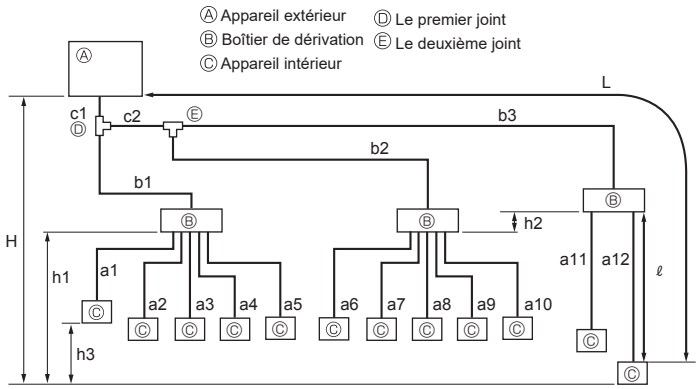

Fig. 4-2
4.2.2. Raccordement avec boîtier de dérivation (Fig. 4-2)